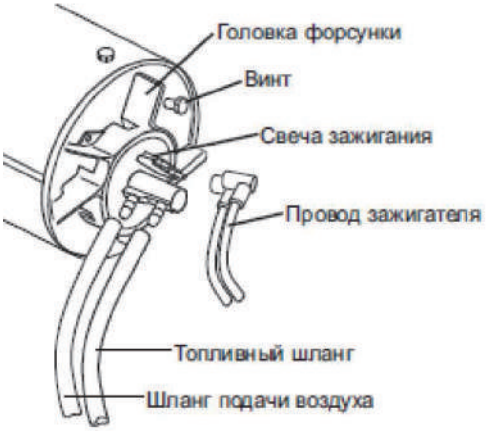

Рис. 15
2.Снимите лопасти вентилятора (рис. 15);
3.Отсоедините топливопровод от горелки (рис. 15);
4.Отсоедините провод от электродов свечи зажигания (рис. 15);